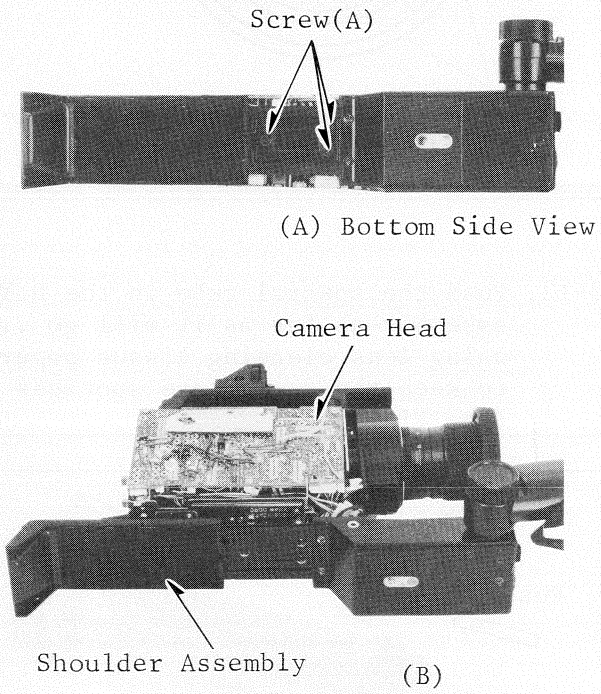

Fig. 16
4-2. Remove the shoulder assembly. Unscrew 3 screws (A) and remove the shoulder assembly from the camera head (see Fig. 16-A/B).